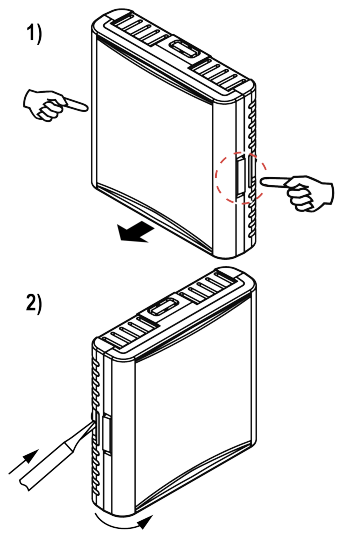

Рисунок 5.5 – Снятие крышки прибора
1. Снять крышку прибора (см. *рисунок 5.5*): одновременно нажать на защёлки на крышке прибора большим и средним пальцами одной руки и потянуть крышку на себя (1) или вставить в пазовое отверстие кронштейна, вдоль скоса защёлки, плоскую отвертку до упора и потянуть крышку на себя (2).